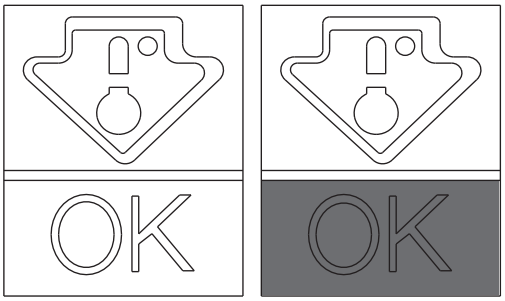

Fig.4
• To maintain the best flavour, nourishment and freshness of foods, it is advisable to store them in the refrigerator compartment as shown in fig. 4 below, making sure to wrap them in aluminium or plastic sheets or in appropriate covered containers to avoid cross-contamination.
Check that on the indicator of the temperature, the word OK is clearly shown. (fig.4)